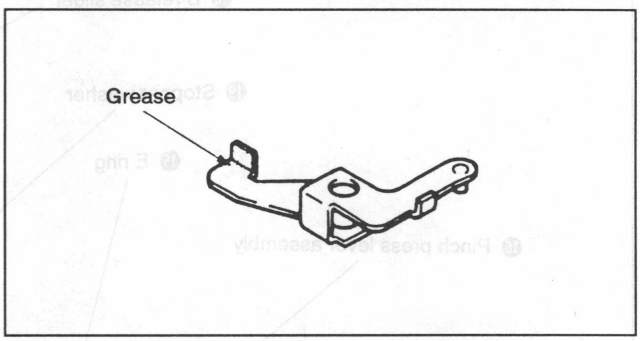

Fig. 7-44.
4) Grease. (See Fig. 7-44.)
7) Mount the B release slider ⓾ and fix stopper washer ❾.
8) Mount the REW brake assembly ❽.
9) Hook the two tension springs ❼.